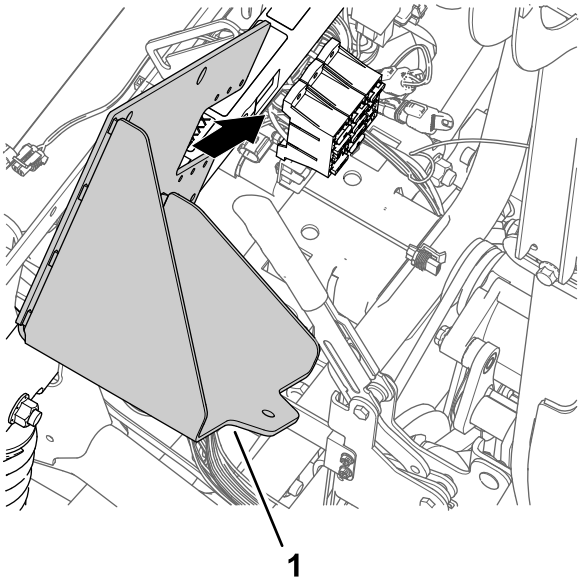

Figuur 173
1. Lijn de nieuwe accubeugel uit met de schokbrekerbuis van de machine en de zekeringhouders (Figuur 173).